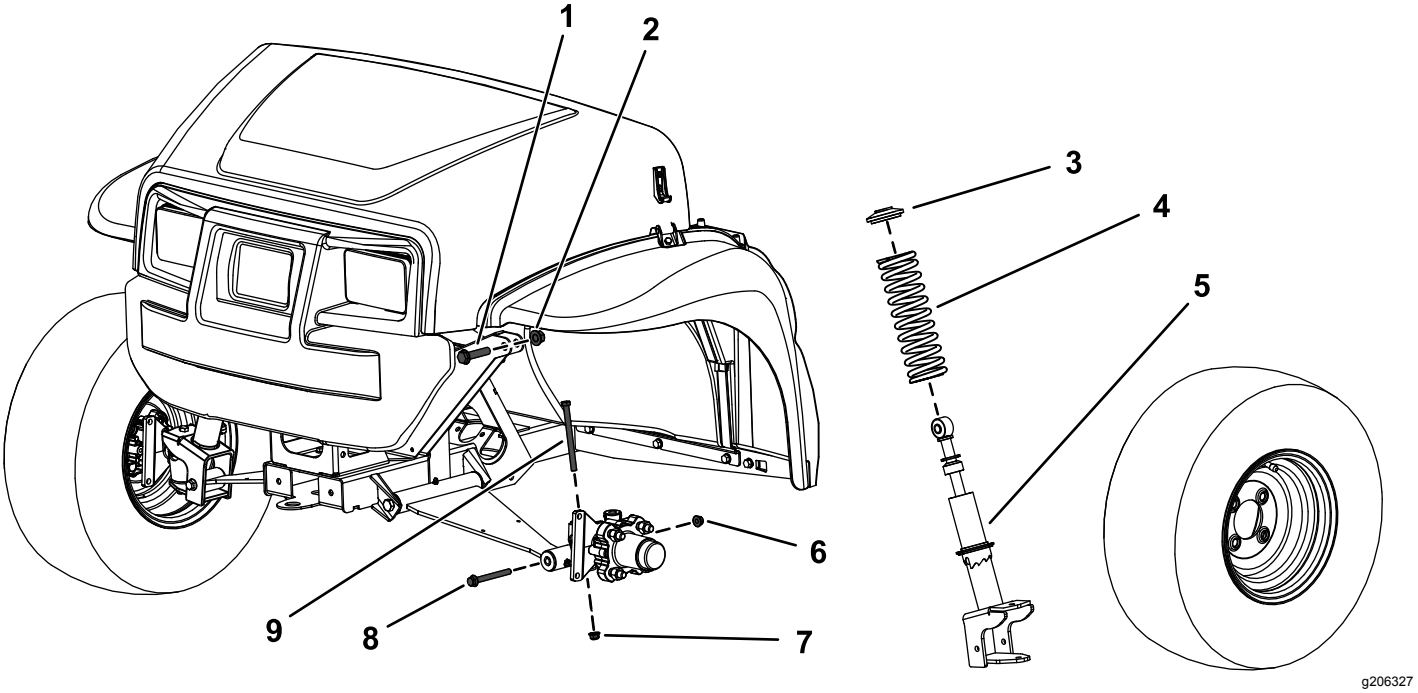

Figur 1
2. Ta bort sexkantsskruven (⅜ x 4¾ tum) och flänsmuttern (⅜ tum) från spindeln (Figur 1).
3. Ta bort sexkantsskruven (⅜ x 3½ tum) och flänsmuttern (⅜ tum) från reglagearmen (Figur 1).
4. Ta bort sexkantsskruven (½ x 2¼ tum) och låsmuttern (½ tum) som fäster stagenheten vid övre ramen (Figur 1).
5. Ta bort stagenheten (Figur 1).
3. Ta bort fjädrarna från stagenheten (Figur 1).
4. Montera den nya fjädern över den befintliga stagenheten (Figur 1).
2. Fäst övre delen av stagenheten vid ramen med hjälp av de övre sexkantsskruvarna (½ x 2¼ tum) och låsmuttern (½ tum) i enlighet med Figur 1.
4. Montera sexkantsskruven (⅜ x 4¾ tum) och flänsmuttern (⅜ tum) på spindeln (Figur 1).
6. Fäst nedre delen av stagenheten på reglagearmen med sexkantsskruven (⅜ x 3½ tum) och flänsmuttern (⅜ tum) i enlighet med Figur 1.